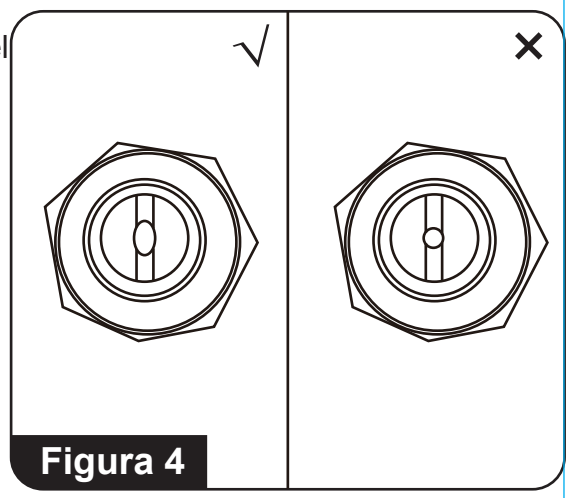

Figura 4
4. Inspeccione si hay obstrucciones: sostenga la boquilla a contraluz. Mire desde la parte de atrás: debería ver una abertura ovalada (como balón de fútbol americano). Si solo ve un círculo, todavía está obstruida. (Consulte la figura 4).